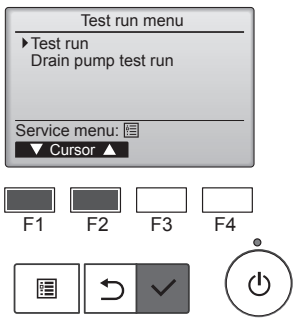

Fig. 7-2
(2) Dans le Menu test de fonctionnement, sélectionnez “Test run” (Test fonctions) puis appuyez sur la touche [CHOIX]. (Fig. 7-2)
(3) Le test fonctions démarre et l’écran Test fonctions s’affiche.